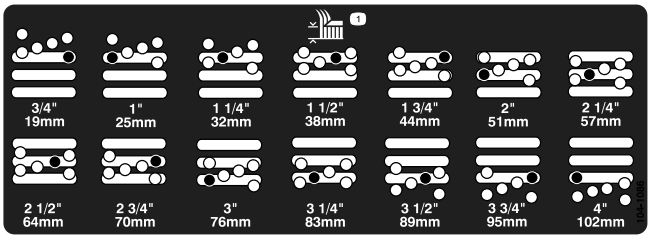

Figur 5
5. Flytta kammaren till önskad klipphöjd, montera distansbrickan i avsett klipphöjdshål och -spår (Figur 5).